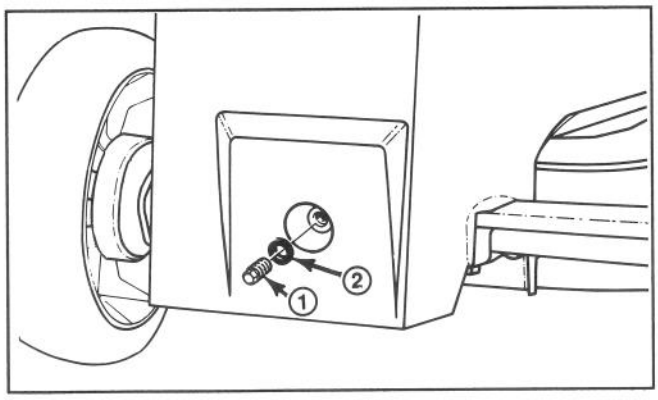

Figure 28
4. CHECKING GEAR OIL LEVEL—Reach between deck and gear case and clean around plastic gear case plug (Fig. 28). Remove gear case plug and watch for oil to drip out of hole. If gear oil drips out, quickly reinstall plug because oil is at proper level. If oil does not flow, add gear oil: see step 5.